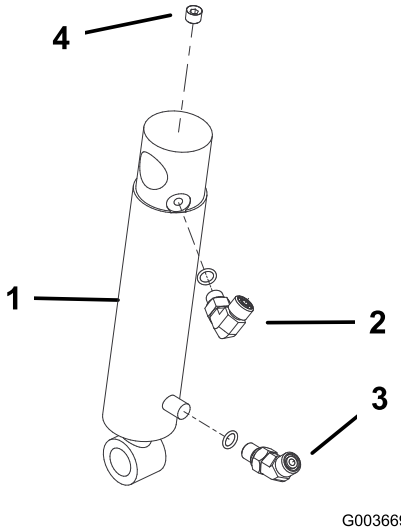

Rysunek 17
1. Wkręć kolanko 90° w górny króciec siłownika hydraulicznego. Ustaw kolanko w sposób pokazany na Rysunek 17.
2. Wkręć kolanko 45° w dolny króciec siłownika hydraulicznego. Ustaw kolanko w sposób pokazany na Rysunek 17.